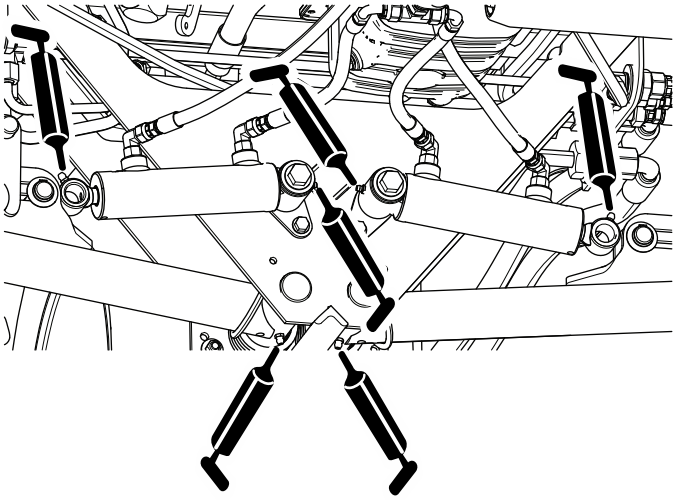

**Figur 47**
- Bakre lyftarmstappar och lyftcylindrar (tre per sida), se Figur 47.